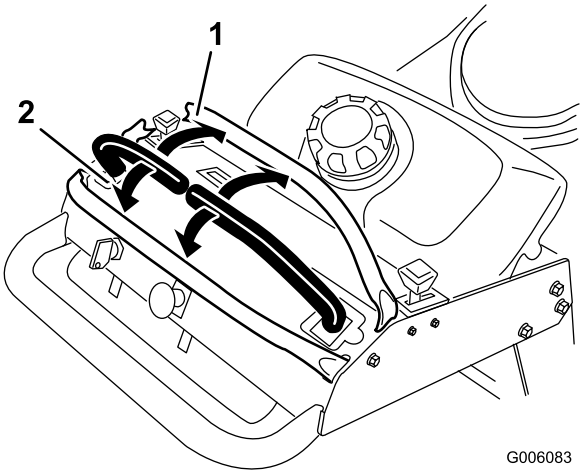

**Figure 11**
3. Pour vous déplacer en marche avant, poussez doucement les leviers de commande de déplacement vers l'avant (Figure 11).
Pour vous déplacer en ligne droite, appliquez une pression égale sur les deux leviers de déplacement (Figure 11).
Pour tourner, rapprochez du point mort le levier de commande correspondant à la direction que vous voulez prendre (Figure 11).
2. Pour vous déplacer en marche arrière, tirez doucement les leviers en arrière (Figure 11).
Pour tourner, relâchez le levier de commande correspondant à la direction que vous voulez prendre (Figure 11).